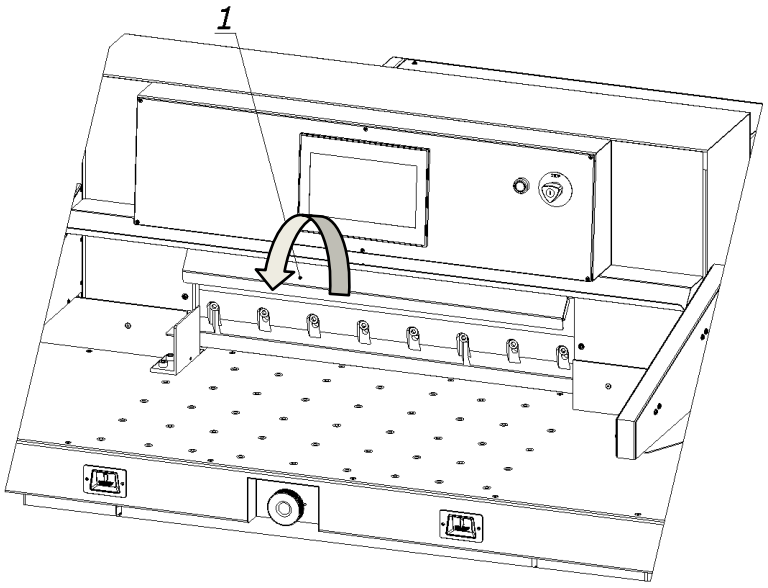

Fig. 24.
5. Close the knife cover 1 (Fig. 24).
9. Close knife cover 1 (Fig. 24).
17. Close knife cover 1 (Fig. 24).